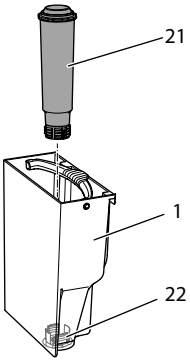

Abb. 15: Wasserfilter ein- oder ausschrauben
- Entfernen Sie den Wasserfilter (siehe Abb. 15 auf Seite 23).
9. Setzen Sie einen neuen Filter in den Wassertank ein (siehe *Abb. 15)*.
3. Entfernen Sie den Wasserfilter (siehe *Abb. 15)*.